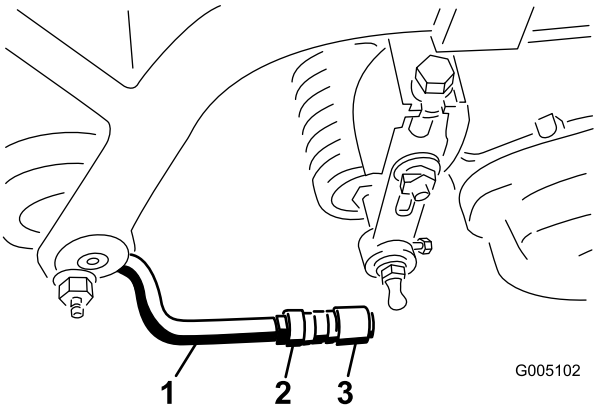

Figur 9
6. Rett opp kuleskålene i kuleleddene slik at den åpne siden av skålen midtstilles mot kulebolten. Trekk til låsemutterne for å feste kuleskålene (Figur 9).